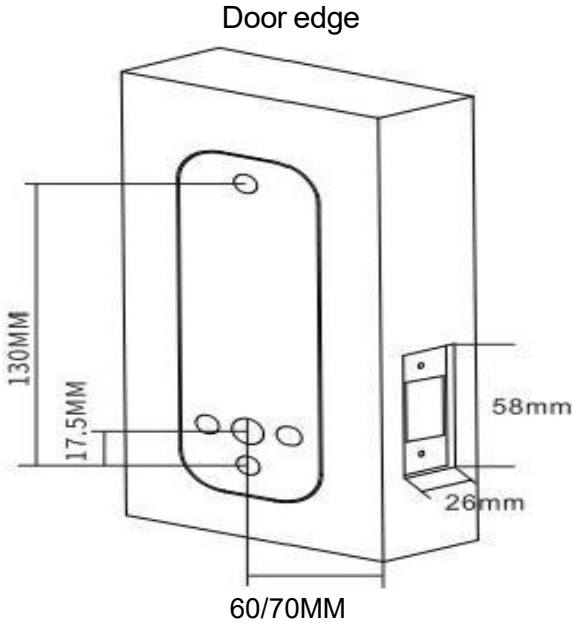

FIG1
1)Correctly position and affix the template(Model 201 product template)to the surface of the internal door Required height off the floor.Ensure that the relevant,marked,door edge alignment template should be properly Aligned with the actual door edge(as Fig 1).